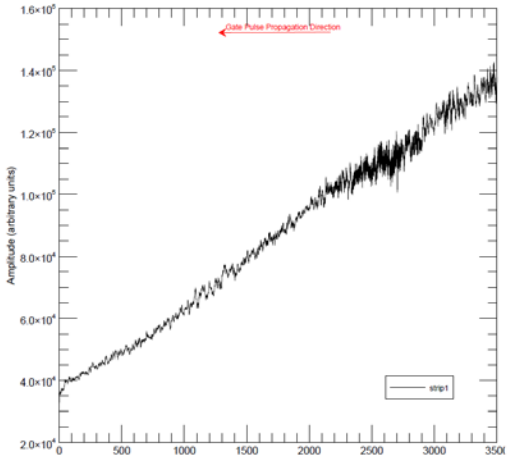

Figure 3: Fitted gate pulse as a function of location along the strip line (pixel number).
FIG. 3. (Color) Relative MCP response as measured for two separate detector systems (red and blue dots) and as calculated from the model in Eq. (5) (solid line) using the material fractions determined from XPS analysis of the MCP composition. The dashed line gives the calculated contribution to the MCP response from electrons produced everywhere, except the front surface of the first channel wall.